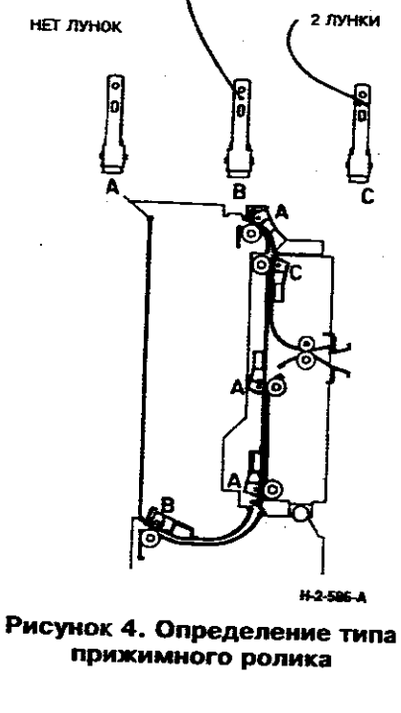

**Рисунок 4. Определение типа прижимного ролика**
4. (Рисунок 4) Не перепутайте ролики.
*ПРИМЕЧАНИЕ: (Рисунок 4) Лунки очень маленькие.*